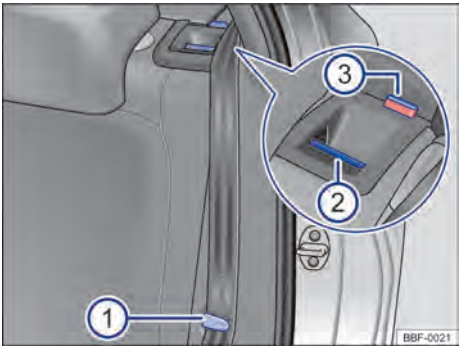

Fig. 66 No encosto do banco traseiro: botão de destravamento.
– Encaixar os cadarços dos cintos nos respectivos alojamentos no revestimento lateral → Fig. 66 ①
– Puxar o botão de destravamento → Fig. 66 ② para frente e, ao mesmo tempo, rebater o encosto do banco traseiro para frente.
– A respectiva parte de encosto do banco traseiro estará destravada quando a marcação vermelha → Fig. 66 ③ estiver visível.
– A marcação vermelha → Fig. 66 ③ não pode mais estar visível.